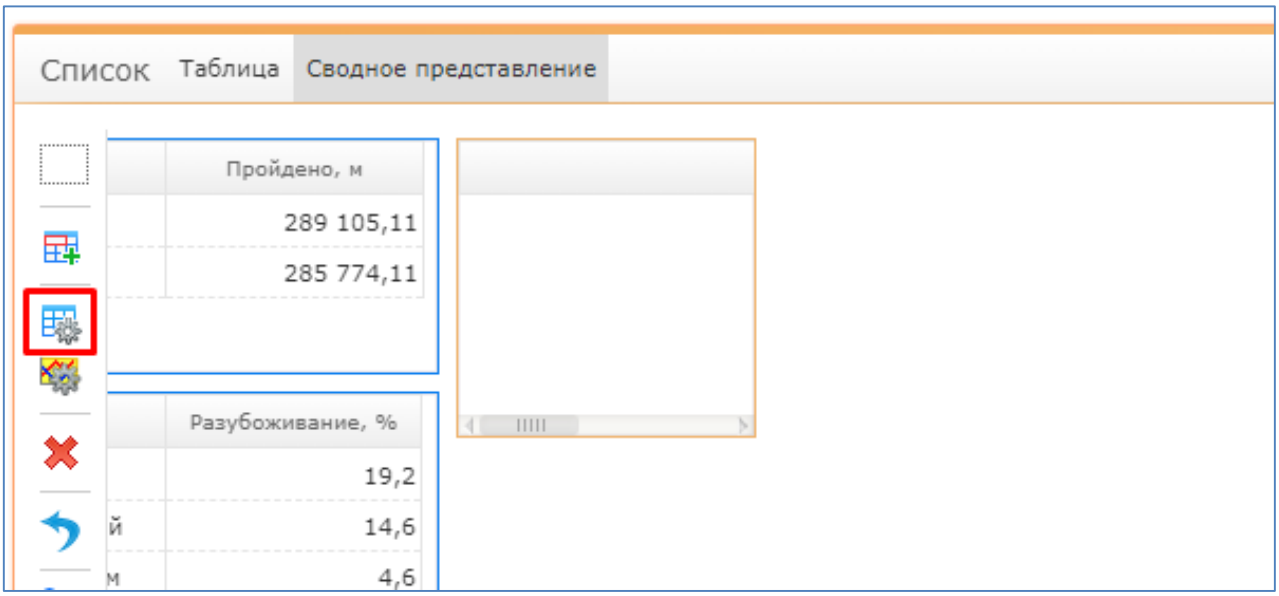

Рисунок 58. Кнопка «Настроить данные»
3. Нажать на кнопку «Настроить данные» (Рисунок 58);